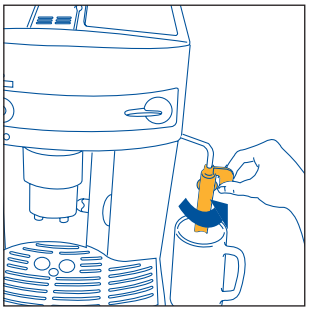
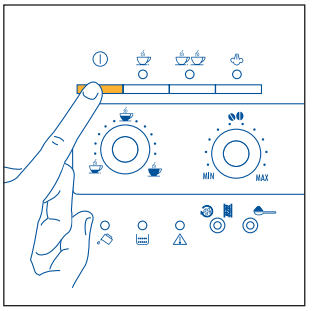

Fig.3
Fig.4
2. Tournez la buse à cappuccino vers l'extérieur, posez une tasse dessous (fig. 3) et mettez la machine en marche en appuyant sur la touche ⏻ (fig.4).
- Tournez la buse à cappuccino vers l'extérieur de la machine (fig. 3).
- Posez une tasse sous la buse à cappuccino (fig. 3)
- Poussez vers l'extérieur la buse à cappuccino (fig. 3)